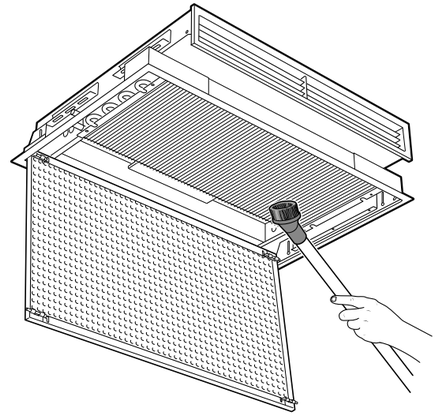
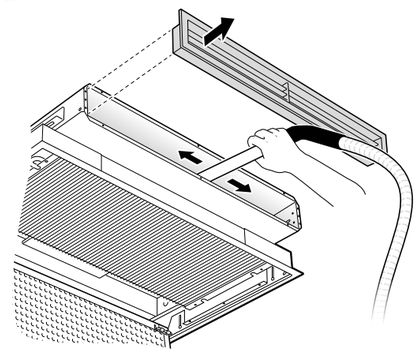

FIGURE 13
FIGURE 14
3) Vacuum the coil with a vacuum brush attachment every 5-10 years, or as needed and behind the front grille. (See **FIGURE 13** and **FIGURE 14**)